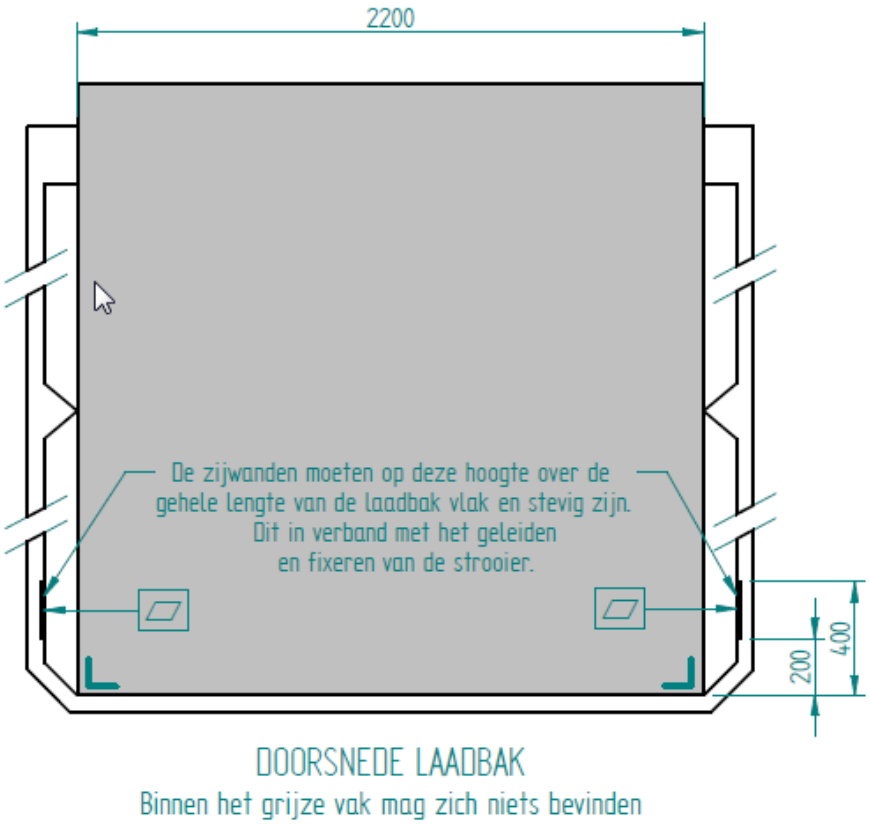

Figuur 2: doorsnede laadbak
5. De vloer van de laadbak dient zo vlak mogelijk en schoon te zijn en de inwendige breedte van de laadbak (F) moet minimaal 2.200 mm zijn. (figuur 2, doorsnede laadbak)